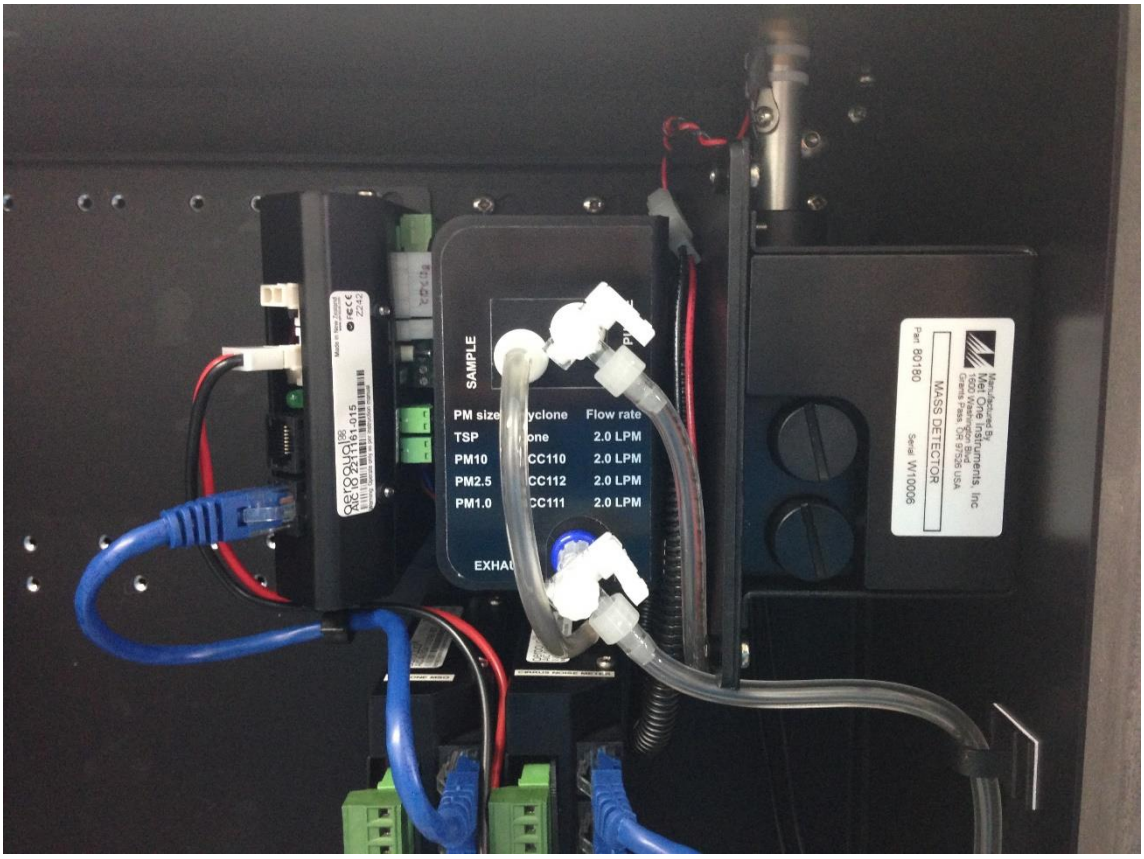

Figure 1-10 The Particle Monitor uses three modules: a) the optical engine on the far right, b) the pump module in the middle, c) the I/O module on the left
- the Particle Monitor uses a nephelometer (See Figure 1-10)
The Particle Monitor uses a custom Met One near forward scattering nephelometer to measure particle concentration and a sharp cut inlet cyclone to select the particle size. This module is shown on the far right in Figure 1-10.
All of the modules used in the Particle Monitor system are held in the top row of the AQM 65. Figure 1-10 shows an AQM 65 with one Particle Monitor installed (three modules total) and Figure 1-11 shows an AQM 65 with two Particle Monitors installed (six modules total).